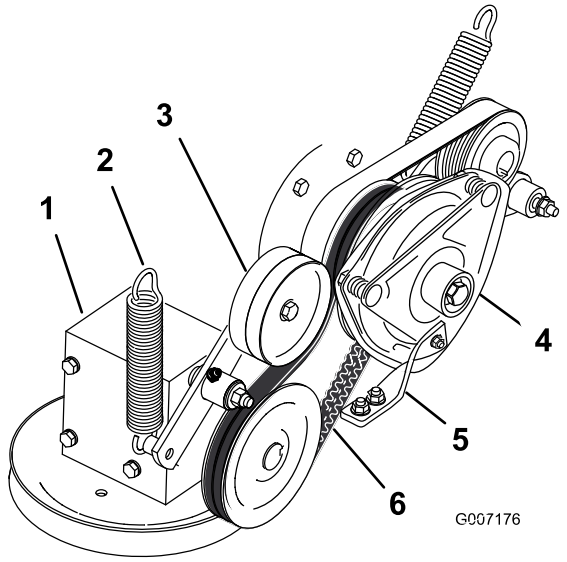

Figura 62
4. Retire el muelle del brazo de la polea tensora (Figura 62).
7. Instale la correa de transmisión de la PTO alrededor de la polea del embrague y la polea de la caja de engranajes (Figura 62).
9. Instale el muelle en el brazo tensor (Figura 62).